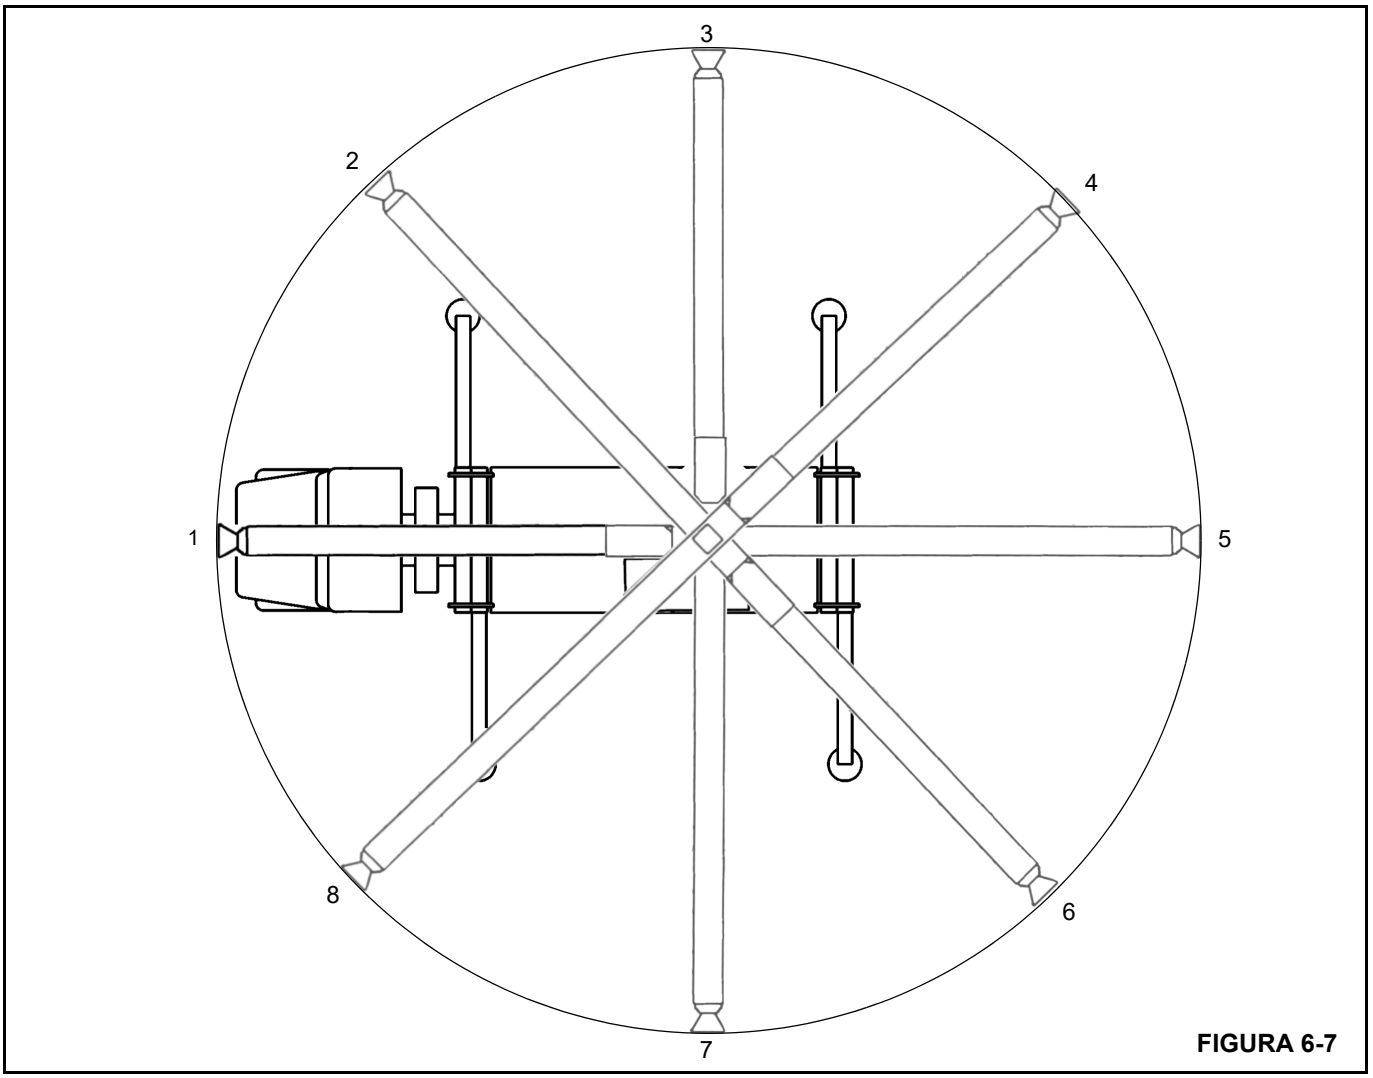

FIGURA 6-7
10. Se a média for inferior a 2 mm (0.090 pol.), repita a medição a cada 45° em torno da área total de trabalho do guindaste (Figura 6-7).